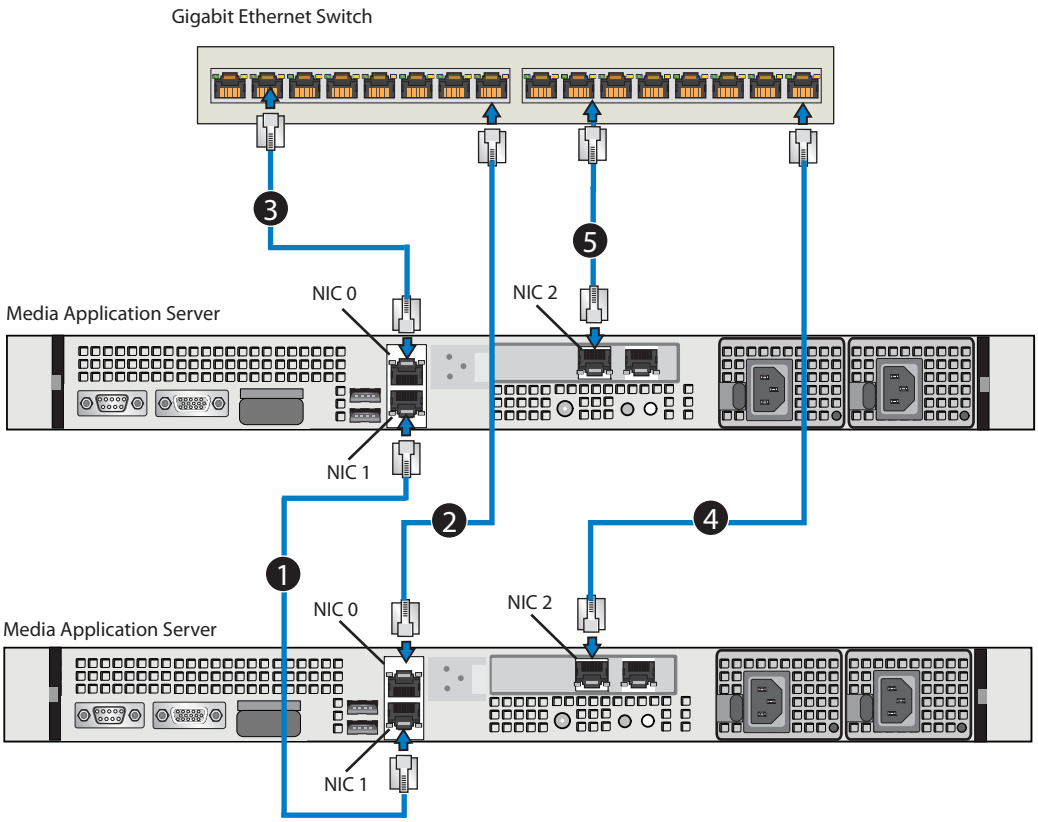

Figure 2–8: Media Application Servers High Availability Configuration and Network Connections
Refer to *Figure 2–8* when completing these instructions.
2. Attach a monitor, keyboard, and mouse to the Media Application Server rear panel. (See *Figure 2–5*.)
Once the appliance is powered up, as soon as you attach a monitor, the Login window displays. (See *Figure 2–6*.)
4. From the Fedora UI, open a Terminal session by clicking **Applications** > **System Tools** > **Terminal** (*Figure 2–7*).